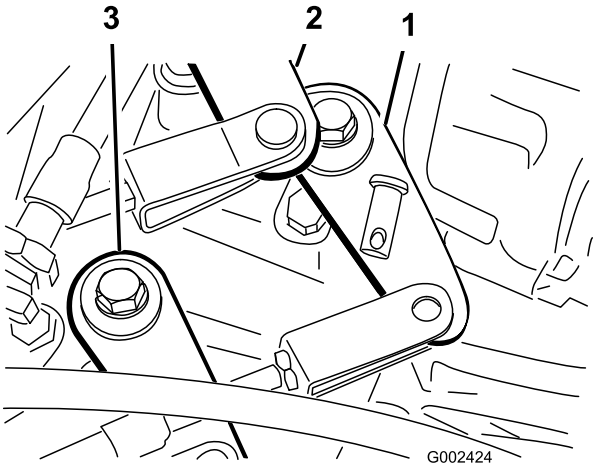

Figura 56
2. Desmonte os passadores que fixam os cabos aos braços de comando da transmissão (Figura 56).